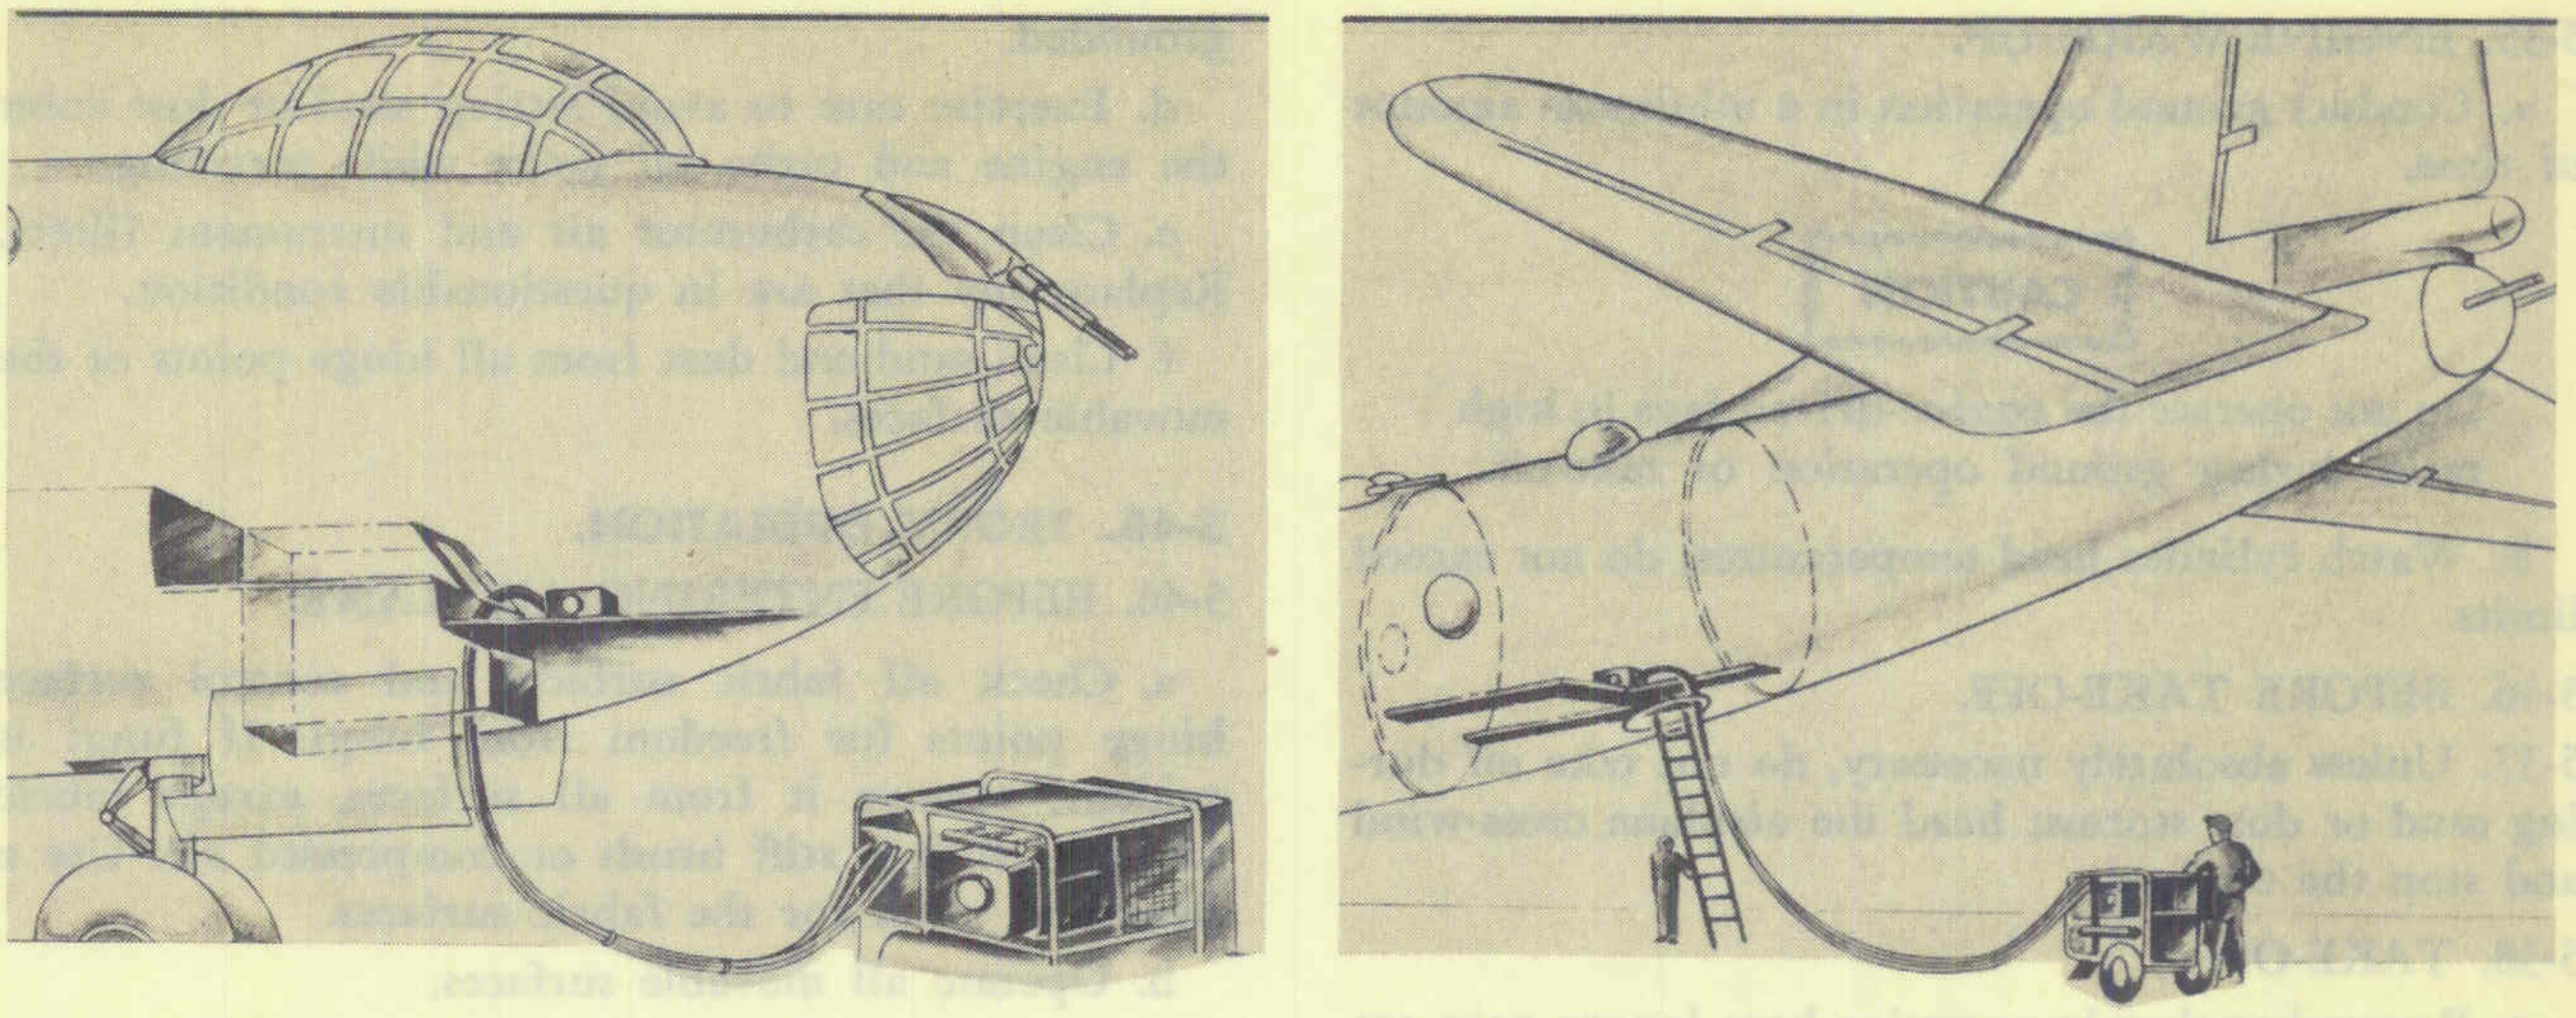

Figure 5-2. Ground Cooling
a. Cool the forward and aft cabins by the use of two type A-1 portable coolers. The 15-foot refrigerant lines, which attach the evaporator assembly to each cooler, make it possible to carry the evaporator into the aft cabin through the entrance hatch on the left side of the fuselage. Route the lines through the nose wheel well entrance to cool the forward cabin. (See figure 5-2.)